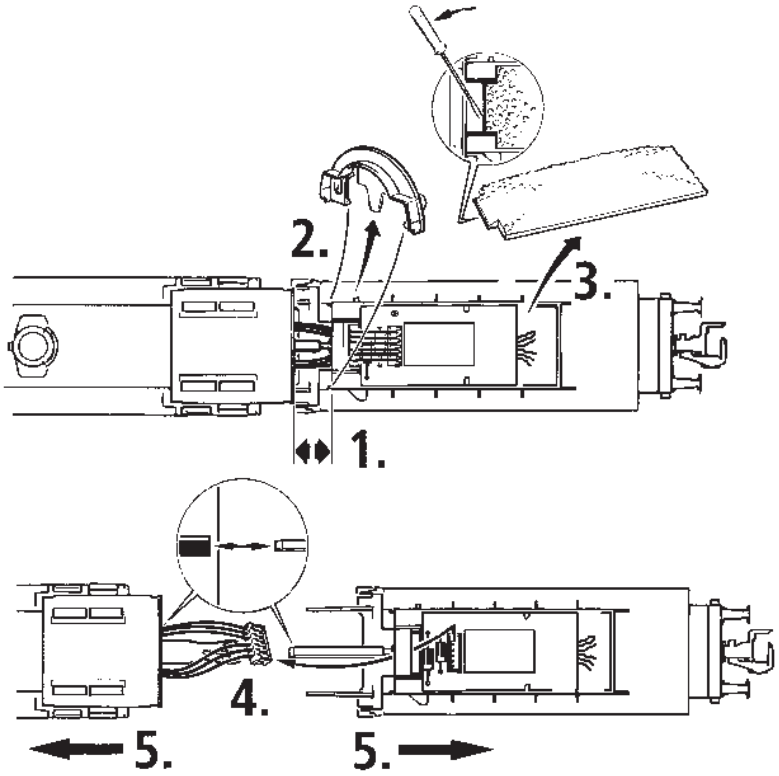
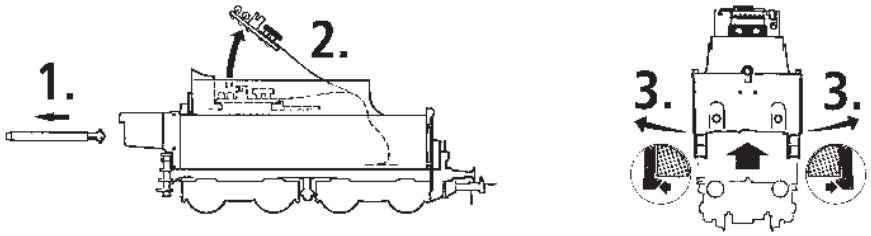

Fig. 6
Fig. 7
Mehrzugbetrieb: Zuerst das Tendergehäuse abnehmen (Fig. 6) Danach den Brückenstecker aus der Schnittstelle entfernen (diesen sorgsam aufbewahren). Zuletzt den Stecker des Decoders lagerichtig einsetzen (siehe Fig. 4).
2. Schmierung: Versehen Sie die im Schmierplan in Fig. 8 gekennzeichneten Stellen mit nur **kleinen Öltropfen**. Dazu zuerst das Lok- bzw Tendergehäuse abnehmen (Fig. 7, Fig. 6). Wir empfehlen den ROCO **Öler Art.-Nr. 10906**. Fürs Schmieren der Getriebeteile (Zahnräder, Schnecke) empfehlen wir das **ROCO-Spezialfett Art.-Nr. 10905**. Im Falle der Schmierung diese Teile **nicht ölen**.
4. Kohlebürstenwechsel: Tendergehäuse abnehmen (Fig. 6). Danach wird der **Motor ausgebaut** und die **Kohlebürsten ausgewechselt** (Fig. 9).
Running in digital mode: First remove Tender body (fig. 6). Then remove the jumper from the interface. Finally put the plug of the decoder into the interface as shown in fig. 4.
2. Lubrication: Apply **tiny oil drops** to spots marked in fig. 8. Prior to lubrication dismantle the loco body or the tender body (fig. 7, fig. 6). We recommend using item no. **10906, ROCO oiler**. For lubrication the gearparts (e.g. cogwheels, worm) we would recommended our ROCO **special grease** (item no. **10905**).
4. Carbon Brush Changing: First remove tender body (fig. 6), and then the motor (fig. 9).
Veuillez démonter d'abord la caisse du tender (fig. 6). Enlevez ensuite la fiche de shuntage de l'interface (à conserver!) et enfichez finalement la fiche de décodeur aux prises de l'interface. Veillez à la position correcte de la fiche
2. Graissage: N'appliquez **qu'une tout petite goutte** aux endroits indiqués par le plan de graissage (fig. 8) après avoir démonté la caisse du locomotive/tender (fig. 7, fig. 6). Nous vous recommandons **le graisseur à huile ROCO réf. 10906**. Pour graisser les engrenages (roues dentées, vis sans fin) nous vous conseillons la **graisse spéciale ROCO réf. 10905** pour engrenages en matières synthétiques. Lorsque vous utilisez cette graisse il faut éviter d'huiler ces composants.
Démontez la caisse du tender (voir fig. 6). Sortez ensuite le moteur de son longement (voir fig. 9) et échangez finalement le balais.